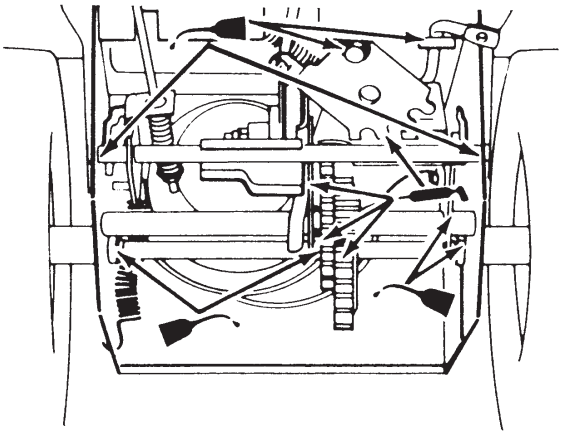

Figur 28
6. Smør snøfreseren med litt tynn olje, som vist i figur 28.
8. Smør snøfreseren med fett, som vist i figur 28.